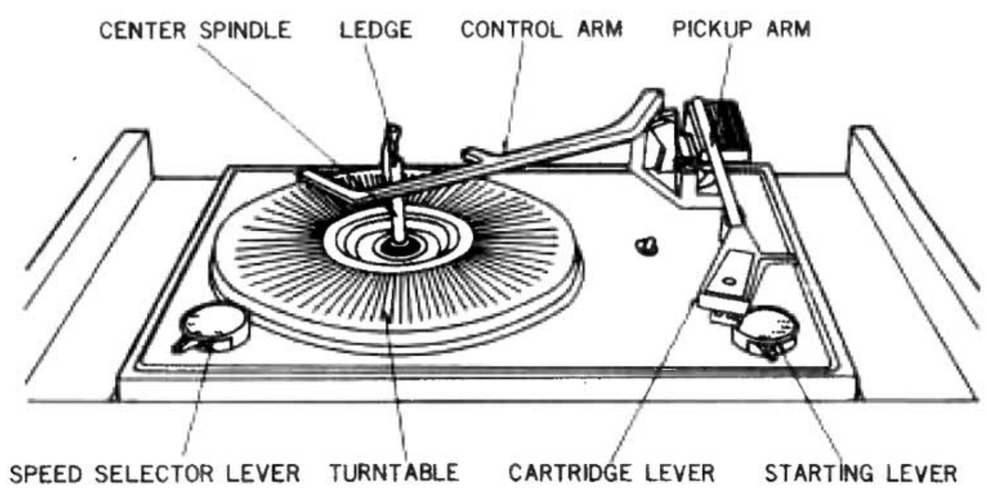

Fig. 24
1. Remove Turntable (See Fig. 24)